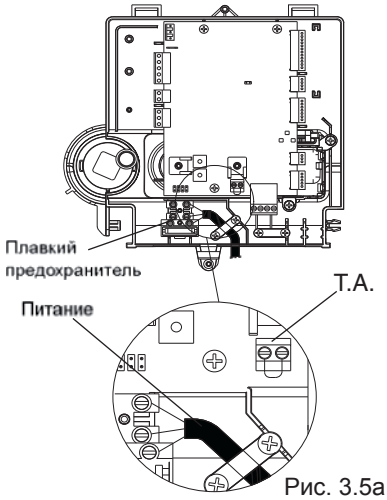

Рис. 3.5a
- Проденьте кабель питания и термостата температуры в помещении, которые вы хотите подключить (рис. 3.5a)